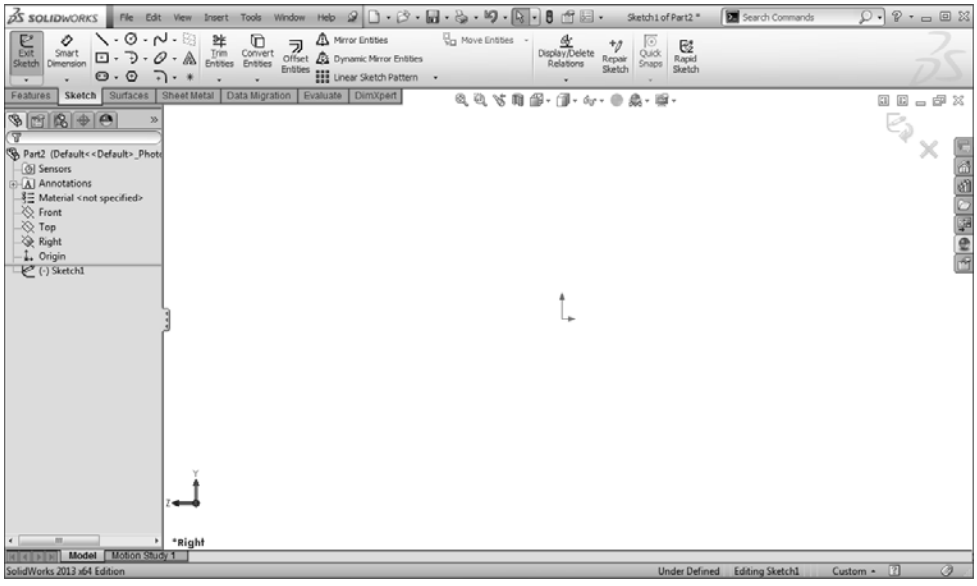

Figure 2-58 *Screen display in the sketching environment*
5. Select the **Front Plane** from the drawing area; the sketching environment is invoked and the plane gets oriented normal to the view. You will notice that red colored arrows are displayed at the center of the screen, indicating that you are in the sketching environment. Also, the confirmation corner with the **Exit Sketch** and **Cancel** options is displayed on the upper right corner in the drawing area. The screen display in the sketching environment of SolidWorks is shown in Figure 2-58.